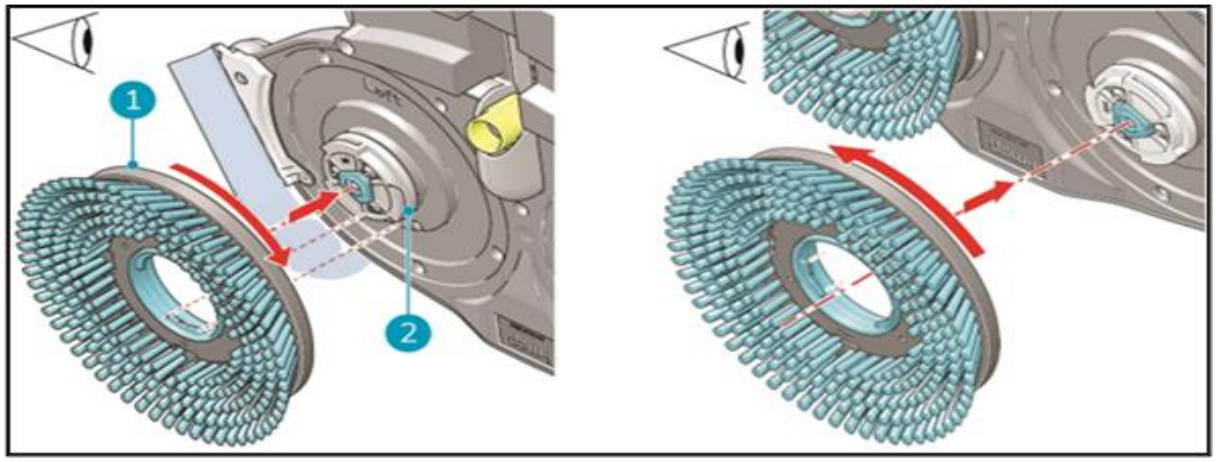

Abbildung 10
3. Richten Sie die linke Bürste (Abbildung 10, Pos. 1) auf die linke Motorscheibe (Abbildung 10, Pos. 2) aus. Richten Sie die Verriegelungen und Aussparungen in der Bürste und der Motorscheibe aus.